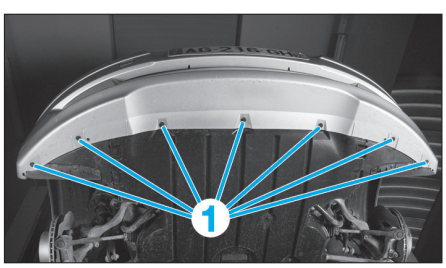

Fig. 154
• Déposer les vis (1) **(Fig.154)**.